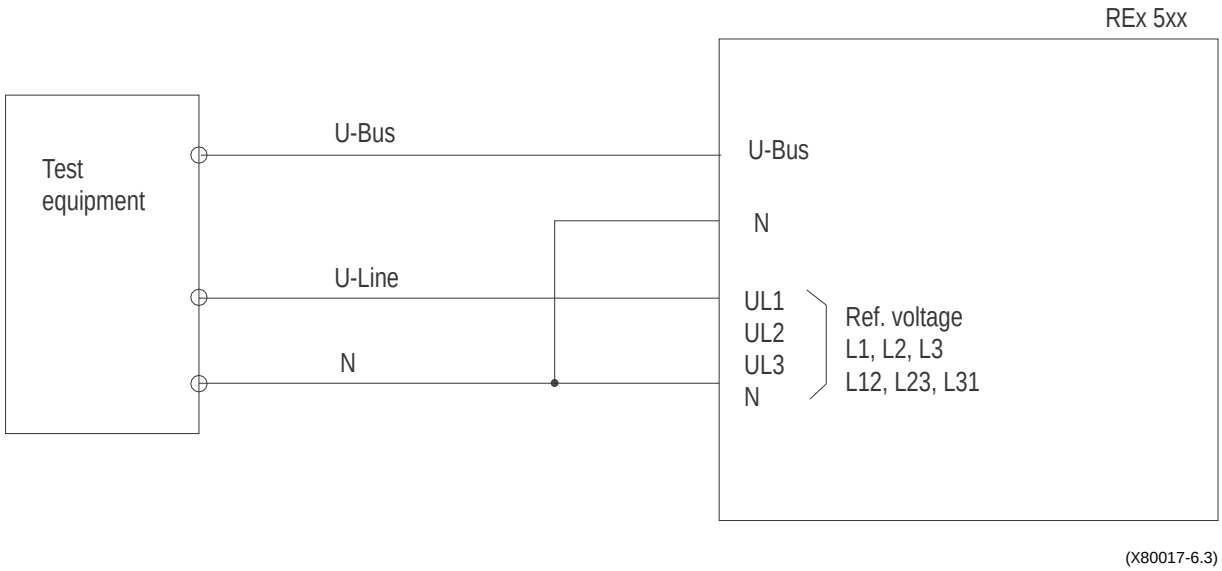

Fig. 7 General test connection.
4.1 Use the same basic test connection as shown in Fig. 7. The setting can be the same as that used under “Test of voltage difference”. The UDiff between the voltage connected to U-Bus and U-Line should be 0%, so that the output “SYNC-CHECKOK” is activated first. Then change the U-Line connection to UL2, but keep the setting on the MMI.